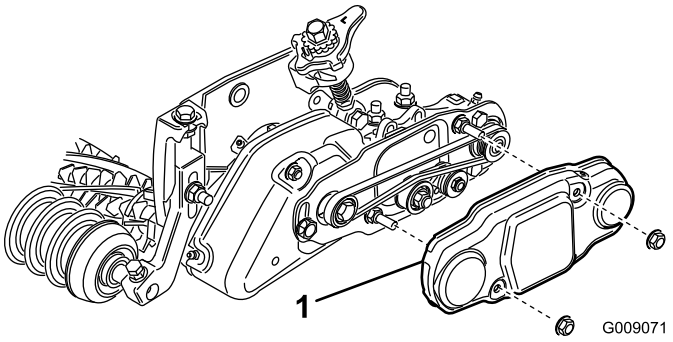

Figur 34
48. Skjut på remkåpan på fästbultarna och fäst dem med två flänsmuttrar (Figur 34).